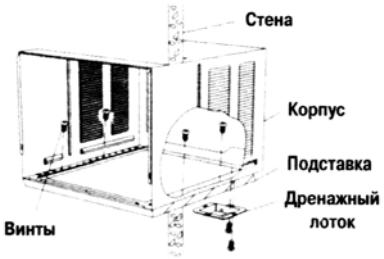

Рис. 8
5. зафиксируйте корпус на подставке (рис.8).